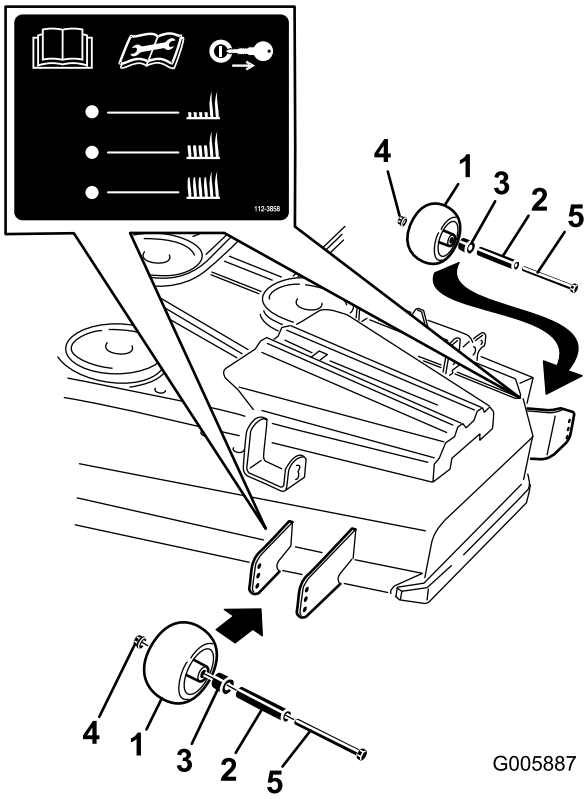
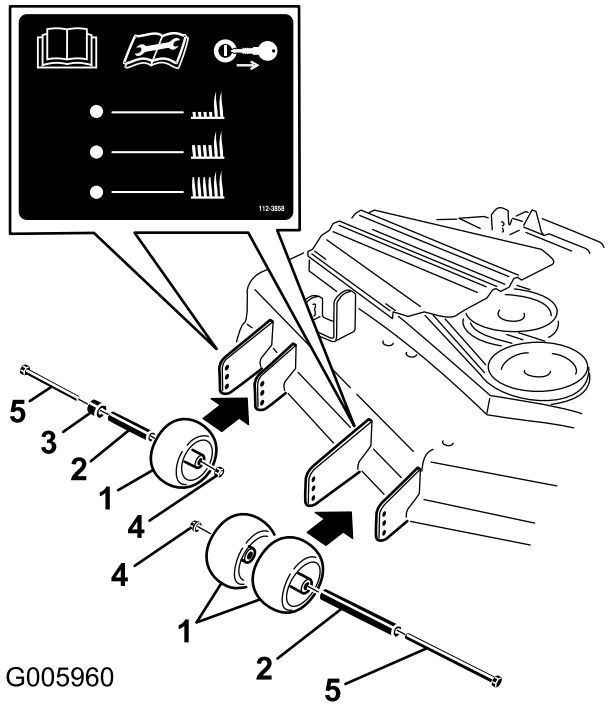

Figuur 17
Figuur 18
3. Nadat u de maaihoogte hebt ingesteld, moet u de flensmoer, de lagerbus, het afstandsstuk en de bout verwijderen om de rollen in te stellen (Figuur 17 of Figuur 18).
Opmerking: De twee middelste rollen hebben geen afstandsstuk (Figuur 17 of Figuur 18).
5. Monteer de flensmoer, de lagerbus, het afstandsstuk en de bout. Vastdraaien met een torsie van 54-61 Nm (Figuur 17 of Figuur 18).